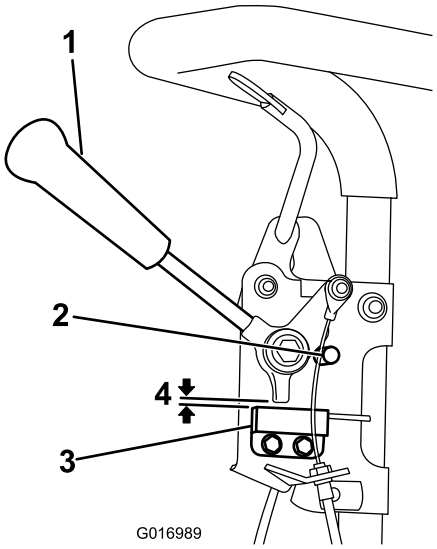

Figur 29
1. Sørg for, at motoren er slukket og at traktionshåndtaget er udkoblet og har kontakt med neutralstoppet (Figur 29).
2. Løsn sikkerhedskontaktens fastgørelsesanordninger (Figur 29).
3. Anbring et afstandsstykke på 0,8 mm mellem traktionshåndtaget og sikkerhedskontakten (Figur 29).